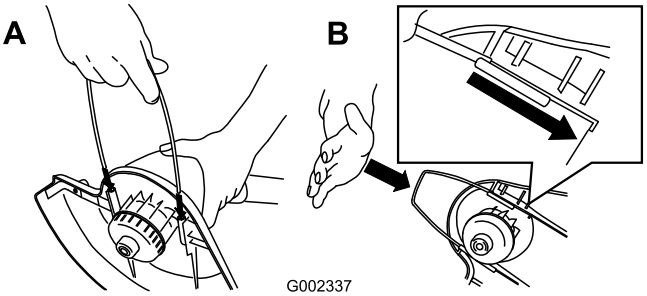

Figura 3
4. Montate il guidacavo metallico (Figura 3).